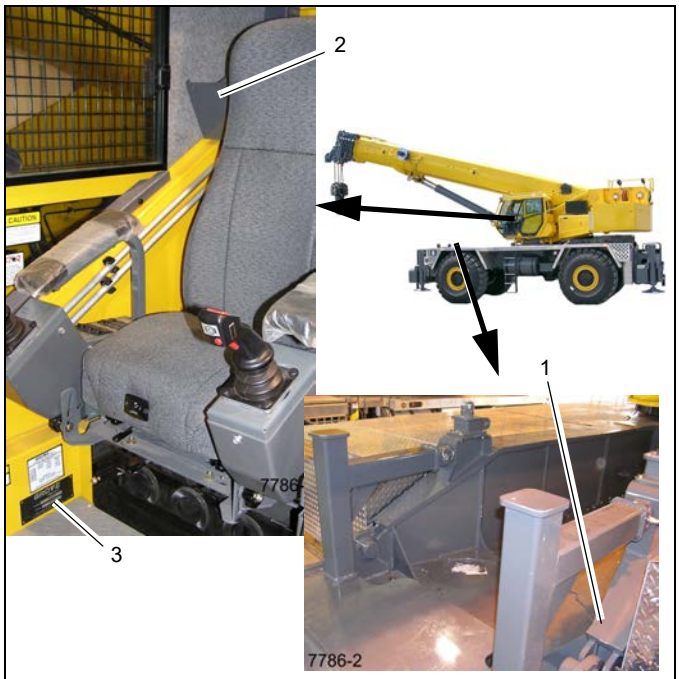

FIGURA 1-1
Veja a Figura 1-1 para localizar o número de série de seu guindaste, estampado no lado esquerdo da estrutura dianteira (1), no suporte manual na cabine da superestrutura (2) e dentro da cabine na frente do assento à direita (3).